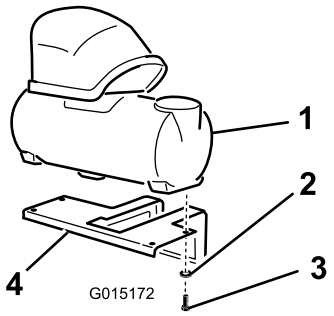

Figur 3
1. Sätt skumtanken på monteringsfästet enligt bilden (Figur 3).